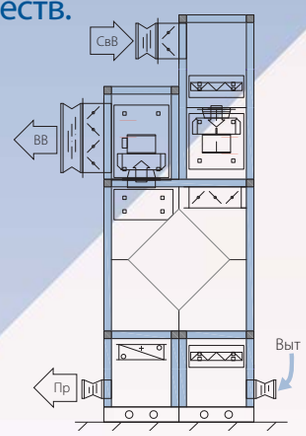

Рисунок 1
- применение бескорпусных вентиляторов позволяет производить оригинальные компактные конструкции кондиционеров (рисунок 1) и варианты компоновок типа «Fan Wall» - «Стена вентиляторов» (параллельное расположение нескольких вентиляторов), недоступные для классических вентиляторов, что является особым преимуществом в ограниченных условиях для монтажа (в разделе «Вентиляторы радиальные. Сравнение характеристик» страница 17 пример 7).